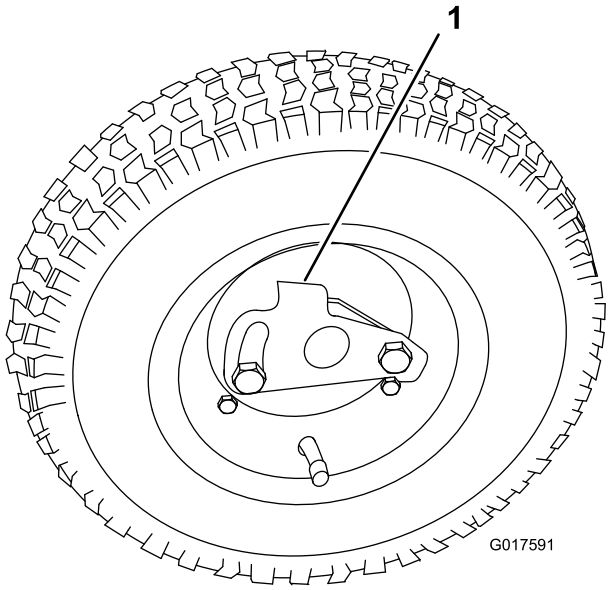

**Figur 10**
2. Tryck hjullåsklämman mot hjulets mitt, och på hjulaxeln (Figur 10).